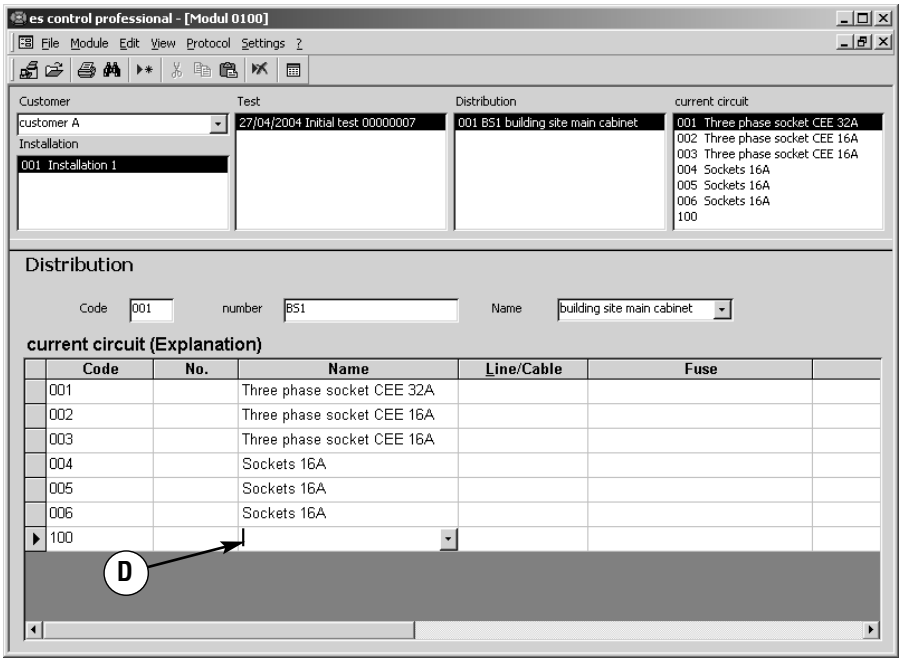

Figure 6.20: “Distribution” window with current circuit designations
- Then, enter “Sockets 16 A” as name for the marked current circuits. The selected designation is accepted as name for the marked current circuits 004, 005, and 006, please refer to Figure 6.20.